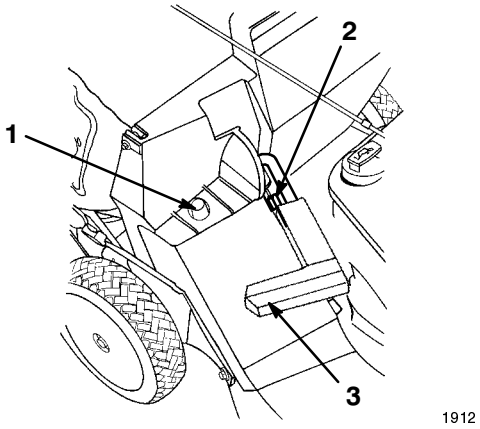

Bild 19
2. Stellen Sie sicher, dass der Griff an der Auswurfkanalklappe ganz nach vorne gestellt und dass der Stift im Riegel eingerastet ist (Bild 19).
3. Schieben Sie das Loch im Korbrahmen auf den Haltepfosten am Schneidwerk (Bild 19).
2. Heben Sie den Griff der Auswurfkanalklappe an und ziehen ihn nach vorne, bis der Stift in den Riegel einrastet (Bild 19).